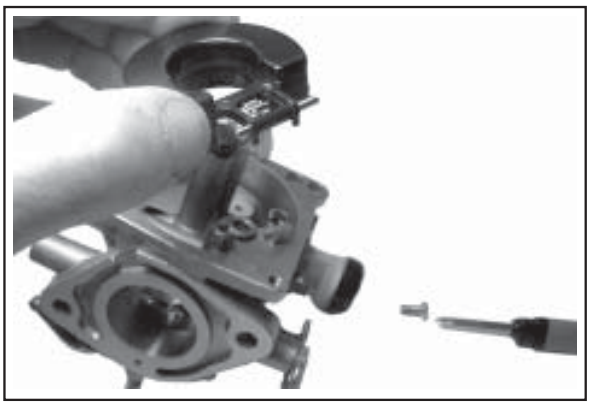

Figure 5-18. Removing Float and Inlet Needle.
2. Remove the float pin screw and lift out the old float, pin, and inlet needle. See Figure 5-18. Discard all of the parts. The seat for the inlet needle is not serviceable, and should not be removed.